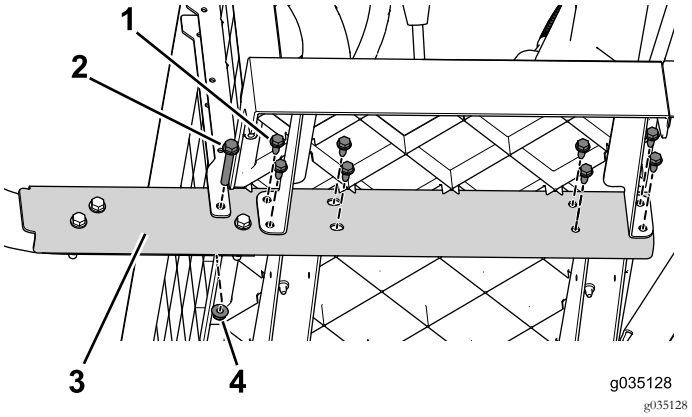

Figura 64
3. Retire los pernos con arandela prensada (3/8" x 2½") y las tuercas que fijan el larguero a la máquina (Figura 64). Haga esto en ambos lados de la máquina.
4. Trabajando desde delante hacia atrás, retire los pernos con arandela prensada (5/16" x ¾") que sujetan el larguero a la máquina (Figura 64). Haga esto en ambos lados de la máquina.